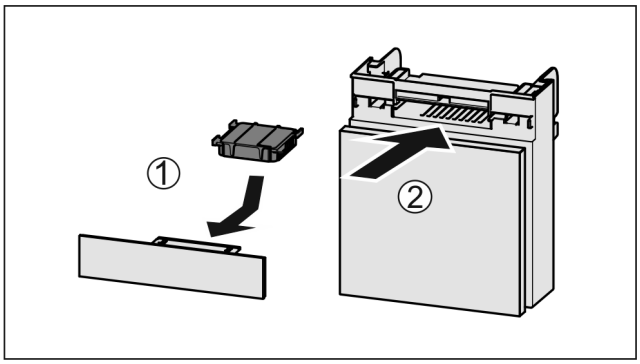

Fig. 155
▶ Insert the carbon filter as shown in the diagram *Fig. 155 (1)*.
▶ Push the compartment in *Fig. 155 (2)*.